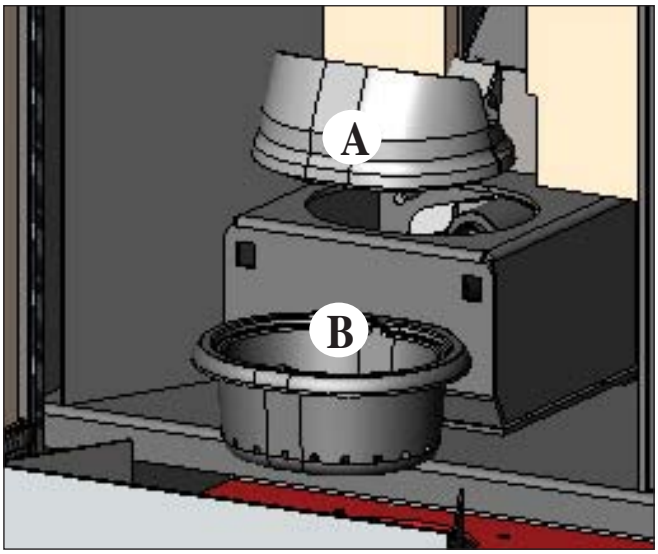

fig. 1
- Støvsug lågen (fig. 1-A).
Efter den normale rengøring kan UKORREKT sammenkobling af det øvre forbrændingskammer (A) (fig. 1) **med det nedre forbrændingskammer (B)** (fig. 1) **kompromittere fyrets drift.**